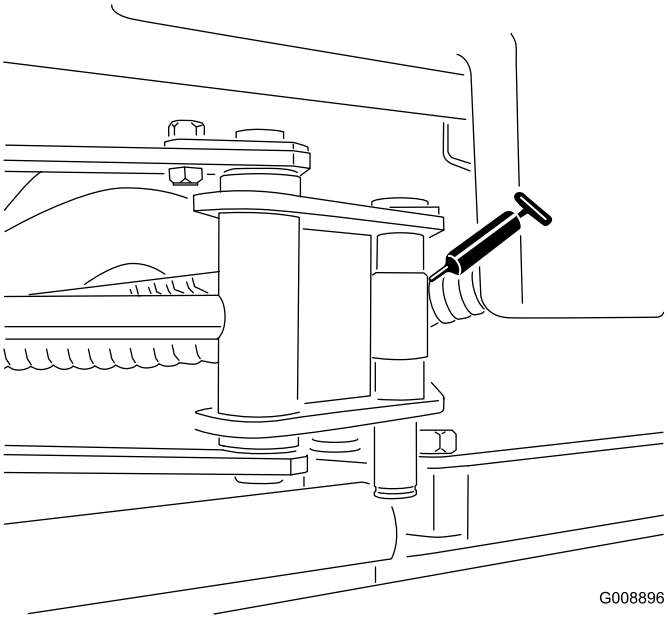

Figur 52
- Sidespolecylinderender (2; kun model 03170) (Figur 52)